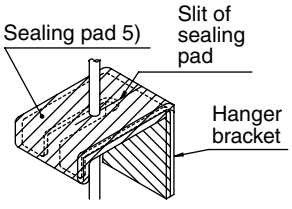

Fig. 6
5. Insulate the four hanger brackets with the sealing pad. (accessory 5) Insulate the hanger brackets so that the surface and edges of the hanger brackets cannot be seen. **(Refer to Fig. 6)**